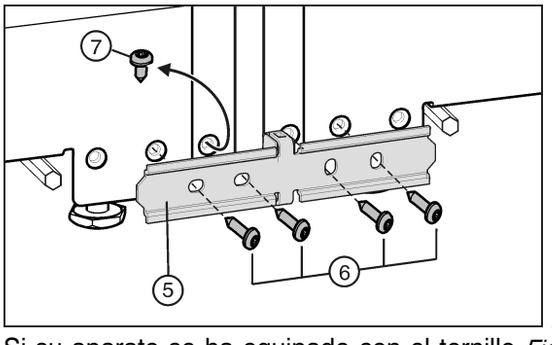

*Fig. 24*
▶ Si su aparato se ha equipado con el tornillo *Fig. 24 (7)* premontado: Desenrosque el tornillo.
▶ Fije ligeramente la chapa de unión *Fig. 24 (5)* con dos tornillos *Fig. 24 (6)* en un aparato.